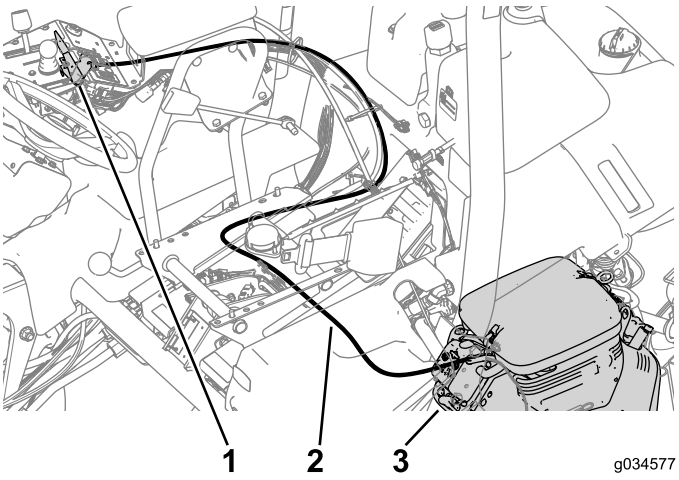

Figur 18
1. Følg den originale batterikabelføringen når du fører den nye chokekabelen, og fest den til maskinen med kabelfester (Figur 18).
2. Koble kabelen til chokekontrollen på motoren (Figur 18).